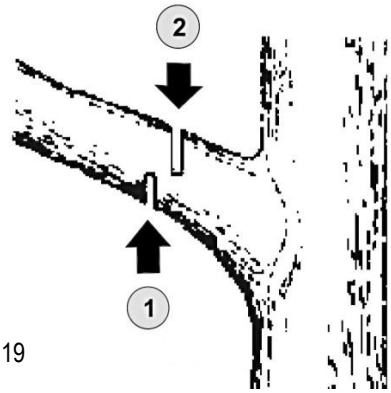

Rys. 19
- Odcinanie gałęzi ściętego drzewa stojącego **(Rys. 19)**: